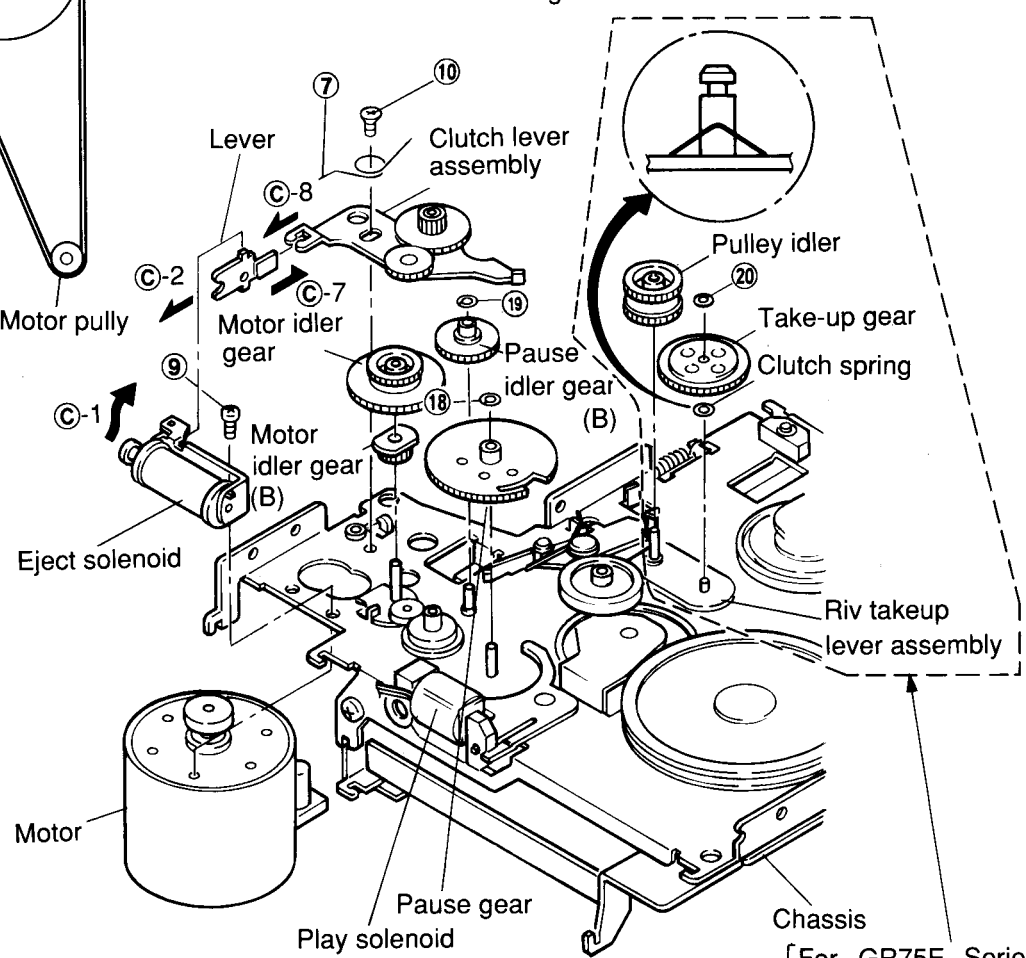

Figure 10
(1) After removing the belt, remove spring ⑦ as shown in Figure 10.
(3) Remove two screws ⑨ and ⑩, and remove the motor, taking care not to damage the motor idler gear. (Refer to Figure 10.)
(4) Mount the new motor following the removal steps in the reverse order.
(2) Remove screw ⑨ and remove the solenoid as shown in Figure 10.
(3) Align position ⓒ-1 of the new solenoid with position ⓒ-2 of the lever and fasten the screw as shown in Figure 10.
(4) Lead the wire through the tube and solder it.
(1) After removing the motor, remove the motor idler gear and the motor idler gear (B) and remove the clutch lever assembly as shown in Figure 10.
Note: When mounting the gears to the lever, apply grease (PG-671) to the position Ⓒ-6 as shown in Figure 15. Align the position Ⓒ-7 with the position Ⓒ-8 and mount the clutch lever as shown in Figures 10 and 15.
(1) Remove M1.2 lock washer ⑱ and remove the pause gear pulling it up from the stud of the chassis as shown in Figure 10.
(2) Mount the new gear following the removal steps in the reverse order.
(1) After removing the motor and the motor idler gear, remove M1.2 lock washer ⑲ and remove the gear by pulling it up from the stud of the chassis as shown in Figure 10.
(2) Mount the new gear by following the removal steps in the reverse order.
(1) After removing the belt and the pulley idler gear, remove M1.2 lock washer ⑳ by pulling it up from the stud of the riv take-up lever assembly as shown in Figure 10.